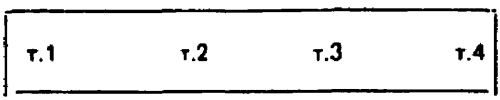

Рис.2
- в узких длинных помещениях (с отношением ширины к длине ≥ 1:5) - пробы в точках 1,2,3 и т.д. на расстоянии не более 5 м друг от друга (рис.2)